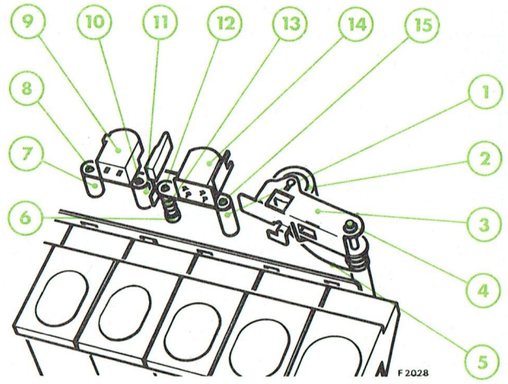

Fig. 3
E. DÉMONTAGE DES TÊTES ENREGISTREMENT-LECTURE ET EFFACEMENT (Fig. 3)
F. DÉMONTAGE DU GALET PRESSEUR ET DE SON SUPPORT (Fig. 3)